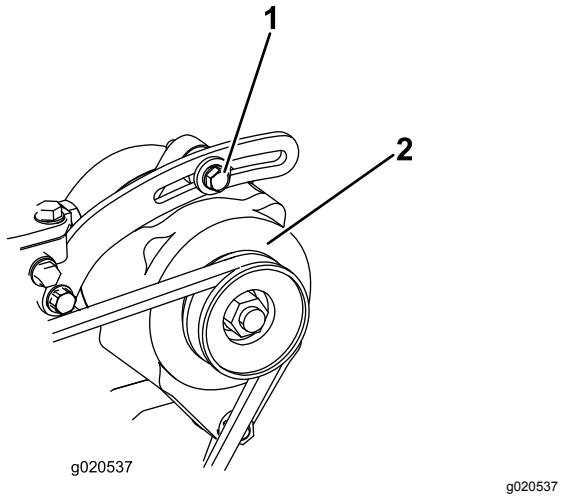

Figur 89
1. Hvis afbøjningen ikke er 10 mm, skal generatorens monteringsbolte løsnes (Figur 89).